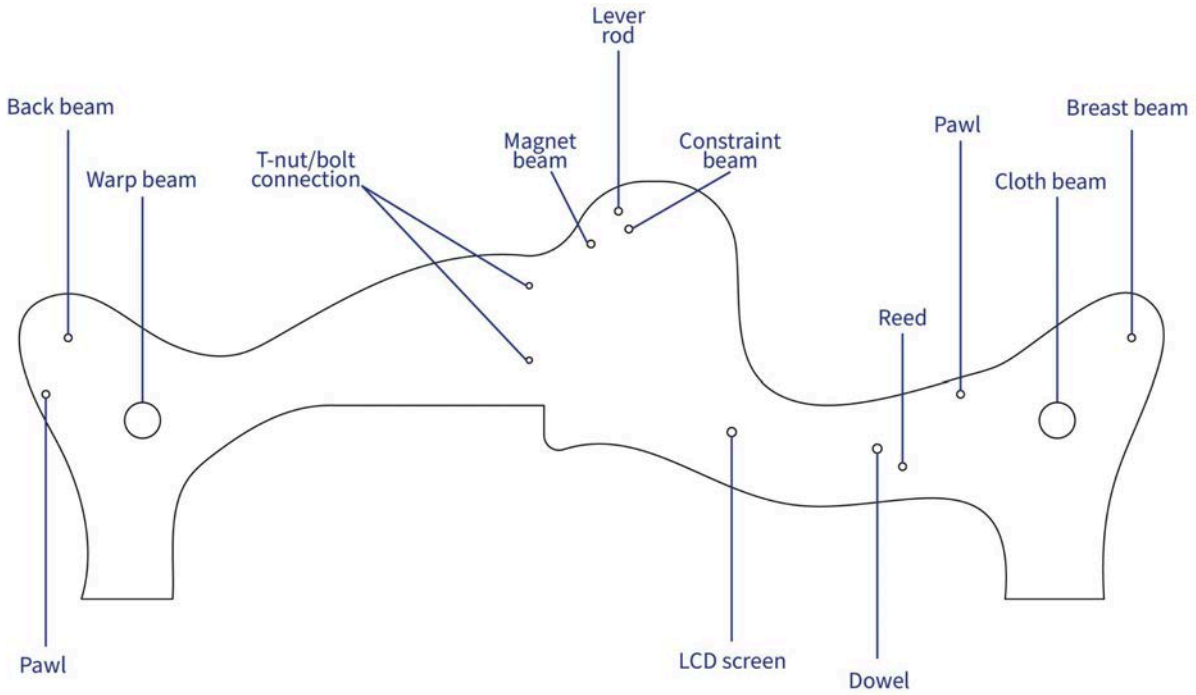

Figure 7. Overview of the inside of the right side panel with indication on where to connect all parts.
Figure 7 shows the assembly connections with annotations of all mounting points of each component. This image can be used to find the locations of each component.
8. Now you can attach all rods and beams (except the rod with levers) to the right side panel (see locations in figure 7). Connect the side panel to the right side of the printer (when looking at the front of the printer), with the t-nut connections.